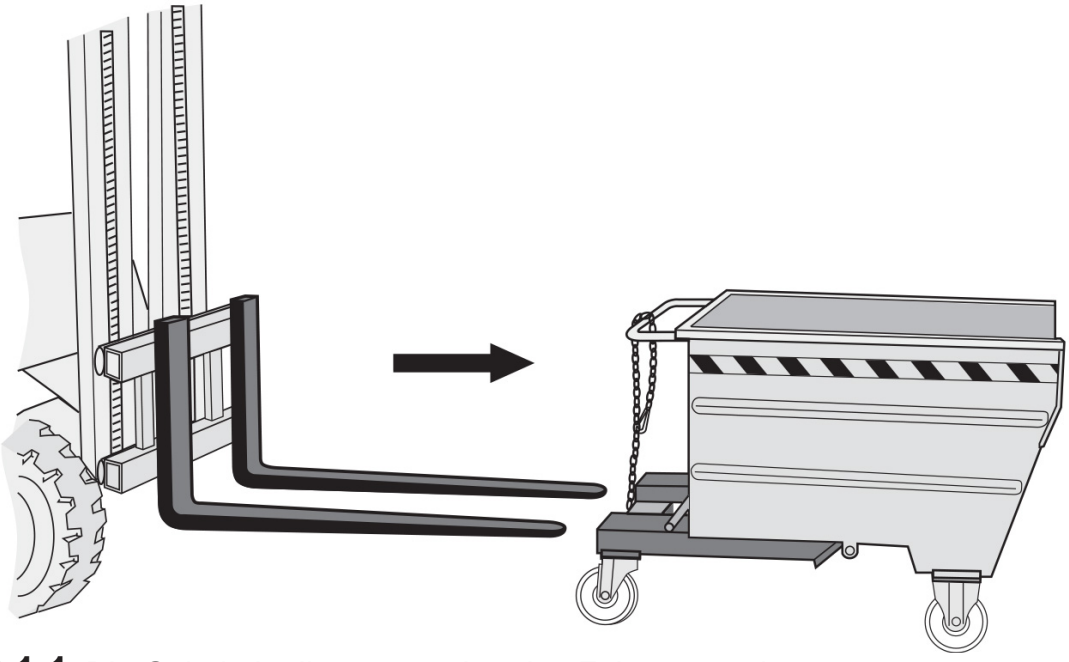

Abb.6.1.1 Die Gabeln in die entsprechenden Führungen einsetzen
• 6.1.1 Setzen Sie die Gabeln in die entsprechenden Einführungsfächer, während Sie die Hubpfosten des Gabelstaplers in aufrechter Position halten. Falls erforderlich, justieren Sie den Hubwagen, um die Einführungspunkte der Gabeln zu zentrieren (**Abb. 6.1.1**).
• 6.1.1 Insert the forks in the forking boxes keeping the lifting uprights of the fork-lift truck in a vertical position. If necessary, use the translator to center the fork insertion points (fig. 6.1.1).